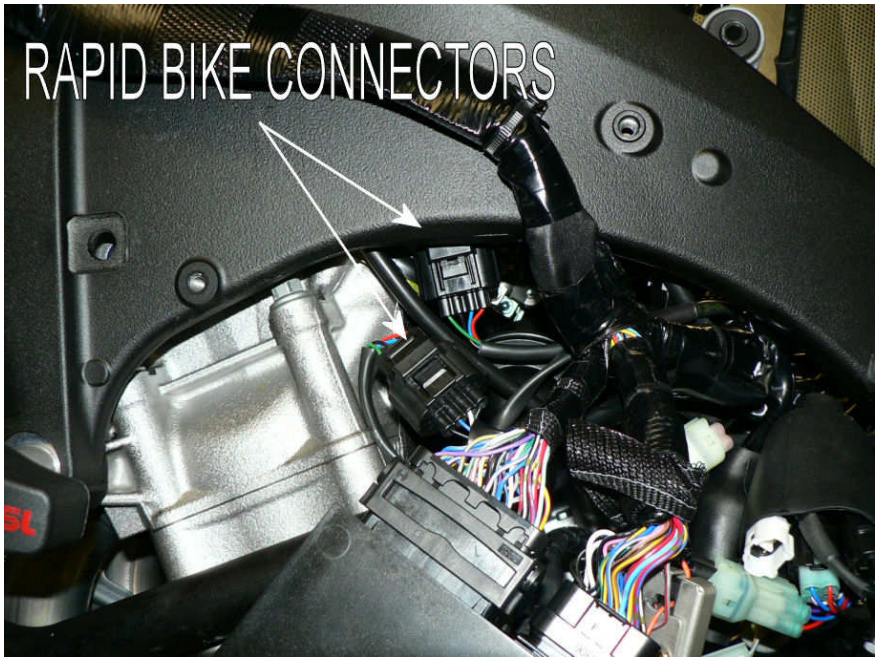

**Fig.8**
14. Die Rapid Bike-Verbinder an die Originalverkabelung anschließen (**Fig.8**).